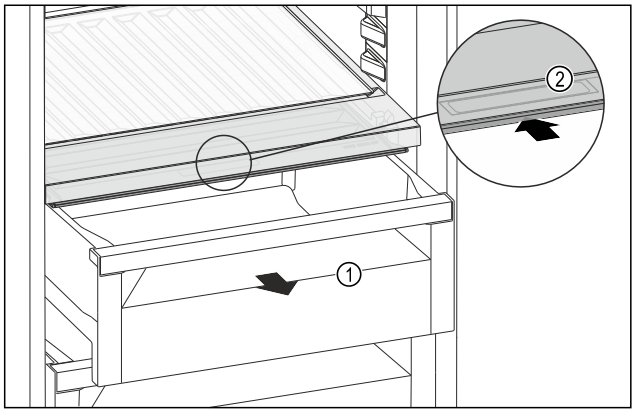

Fig. 161
- ▶ Zásuvku *Fig. 161 (1)* vytáhněte.
- ▶ Uchopte prohlubeň pro rukojeť *Fig. 161 (2)* na víku zásuvky a současně zasuňte víko zásuvky směrem dozadu.